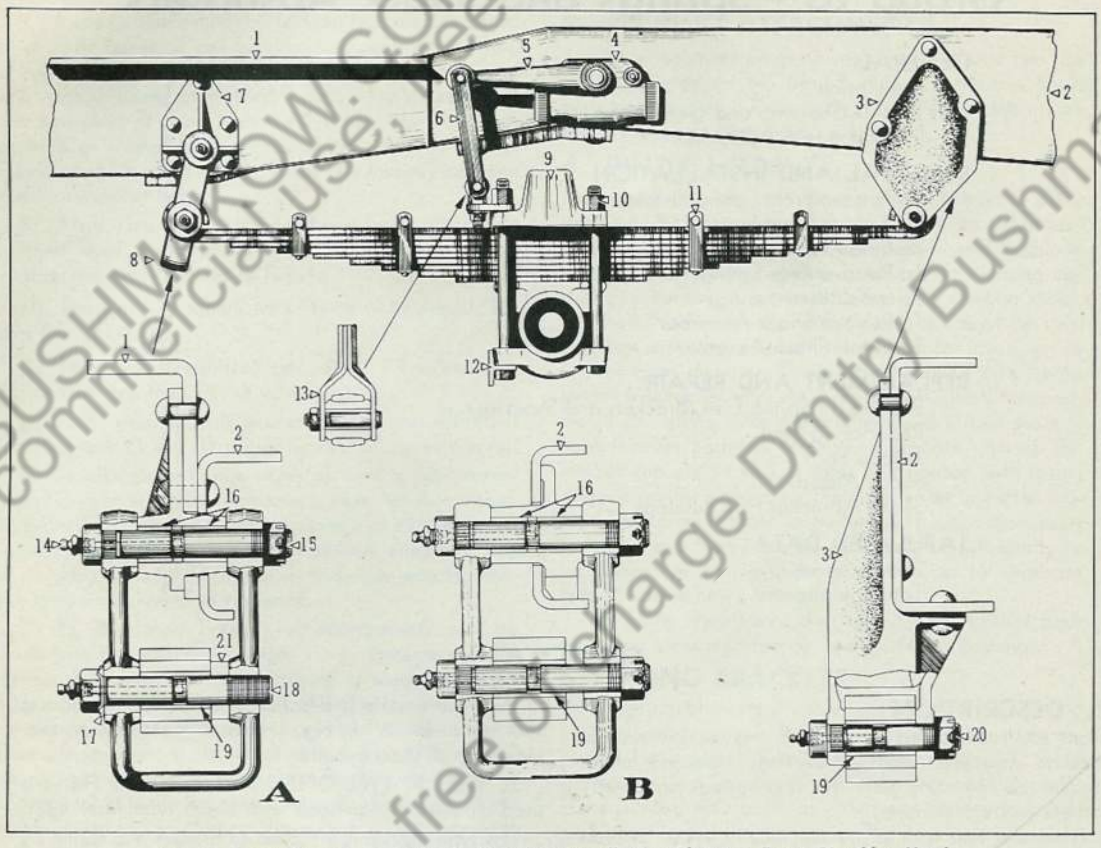

Fig. 1 Front Spring and Shock Absorber Installation Showing Front Shackles Used on Vehicles Equipped with Split Type Axles and Winch.
1. THE "U" TYPE SHACKLE shown at "A" in Fig. 1 is used on left front spring on vehicles equipped with split type axle and winch. This type shackle has left-hand lower bolt threaded into shackle. Lower bolt nut has been omitted to provide clearance for the winch propeller shaft. Bolt lock under head of this bolt prevents it from turning.
2. THE "U" TYPE SHACKLE shown at "B" in Fig. 1 is used on right-hand front spring on vehicles equipped with **split type front axle, with winch;** and also on right and left front springs on vehicles with **split type axle and without winch.**
This type shackle is practically the same in design as that shown at "A" in Fig. 1, except that nuts are provided for all shackle bolts.
C. Shock Absorbers—Shock absorber used in this vehicle, at front springs only, is heavy duty double acting type interconnecting frame and axle through links, as shown in Fig. 1.